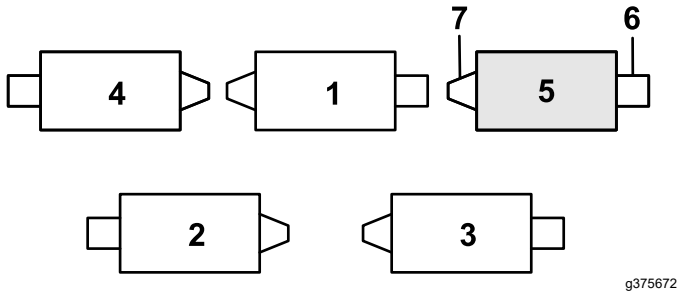

Figura 11
1. Dacă tiftul în formă de agrafă este montat în orificiul din spatele tijei arcului de compensare, îndepărtai tiftul i introducei-l în orificiul din apropierea suportului (Figura 11).